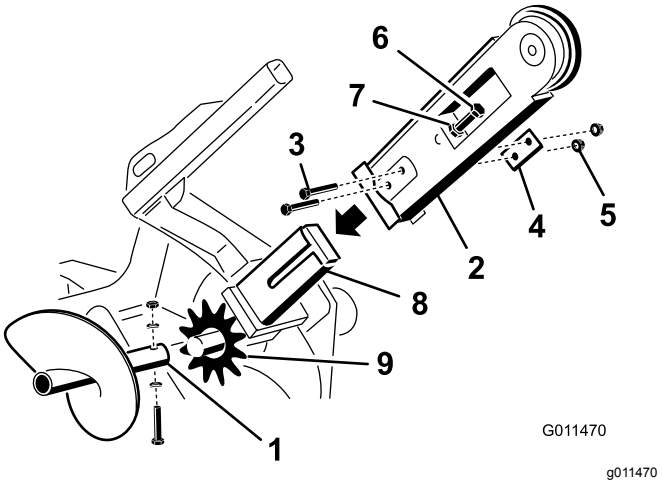

**Figuur 4**
2. Verwijder de bout, 2 speciale onderlegringen en moer waarmee de afvoerschroef is bevestigd en verwijder de afvoerschroef (Figuur 4).
3. Verwijder de 2 bouten, moeren, en dubbele onderlegringen van de zijkant van de graafarm(Figuur 4).
4. Maak de instelbout en contramoer los (Figuur 4).